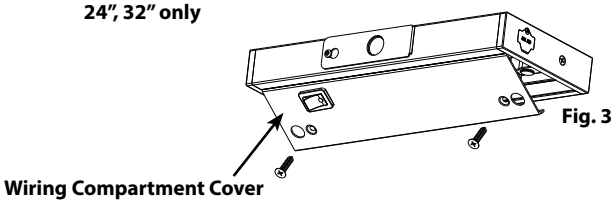
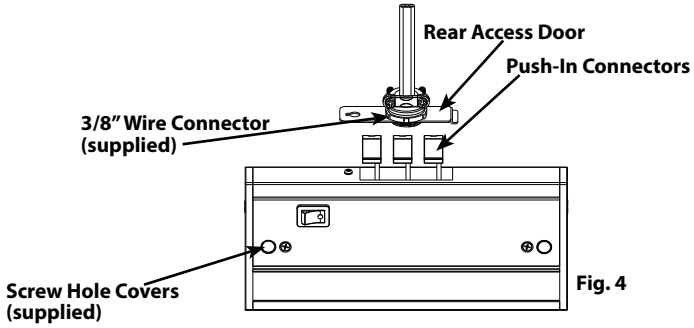

Fig. 3
Fig. 4
3. To access internal wiring remove **Wiring Compartment Cover** (Fig.3).Feed wires through **3/8" Wire Connector** (supplied) and install connector to **Rear Access Door.** Wire cable to push in connectors. Secure **Rear Access Door** to fixture (Fig. 4).
4. Secure fixture to mounting surface using (2) flat head wood screws (supplied), be careful not to drive screws all the way through the cabinet bottom. Use shorter screws if neccessary (supplied by others). Once the fixture is secure to surface insert **Screw Hole Covers** (supplied).